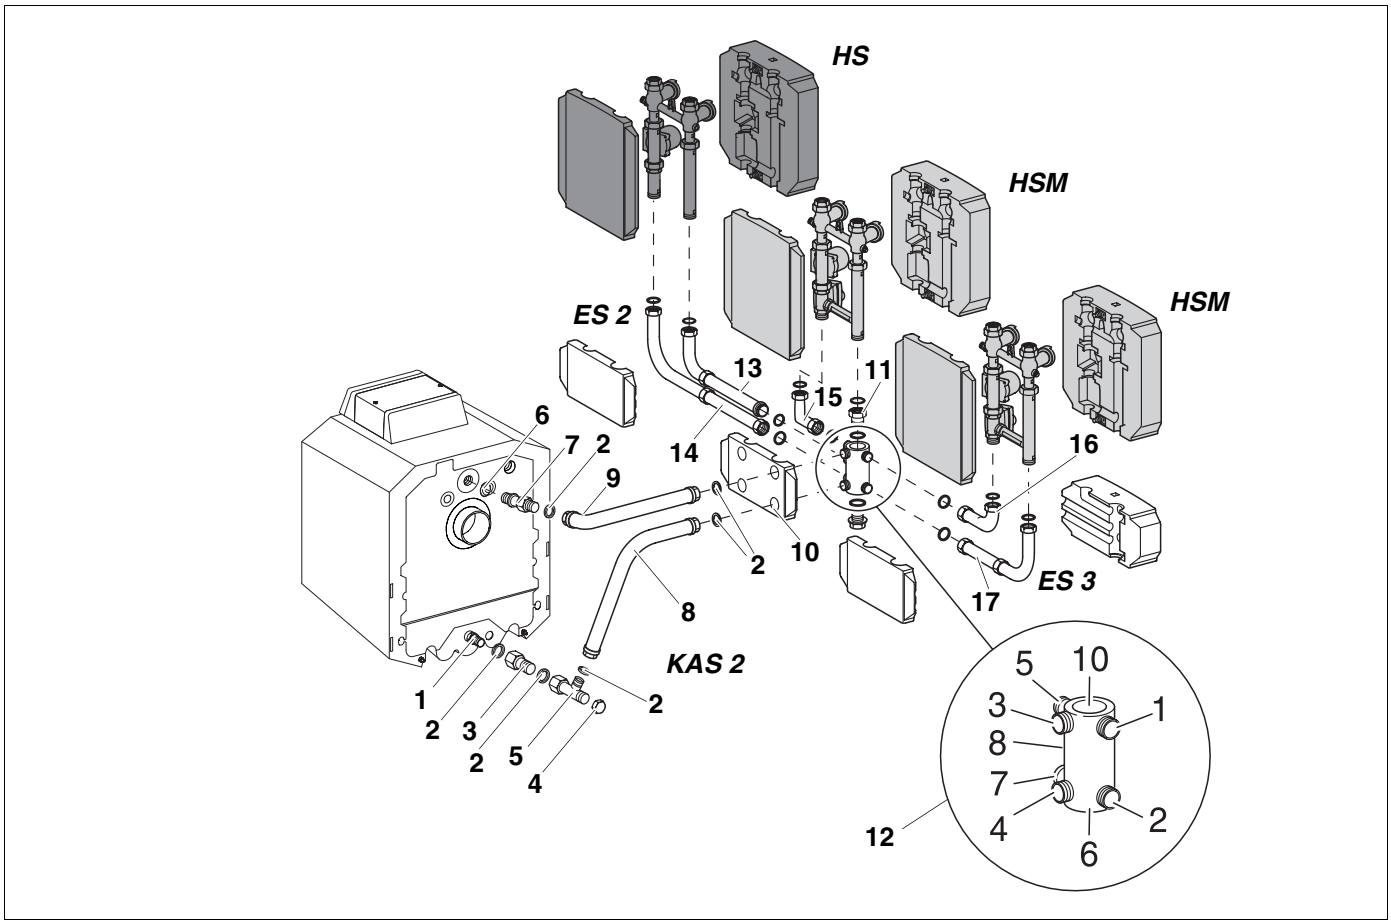

Abb. 10 Seitlich parallel Linksanbau
- Rohrbogen mit Dichtung (langer Schenkel) montieren (Abb. 10).
- Rohrbogen mit Dichtung (kurzer Schenkel) montieren (Abb. 10).
- Heizkreis-Set mit Mischer (HSM) oder ohne Mischer (HS) entsprechend Abb. 10 aufschrauben.
- Heizkreis-Set mit (HSM) oder ohne Mischer (HS) entsprechend Abb. 10 aufschrauben.